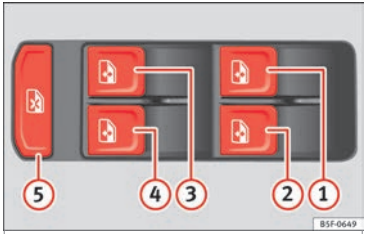

Fig. 128 Detail of the driver door: controls for the windows.
Press the safety button (5) ››› Fig. 128 to deactivate the controls on the rear doors. Pressing the safety button (5) again will reactivate the controls on the rear doors.
- **For safety reasons, use safety button (5) ››› Fig. 128 that deactivates the window switches on the rear doors when children are travelling in the rear seats.**